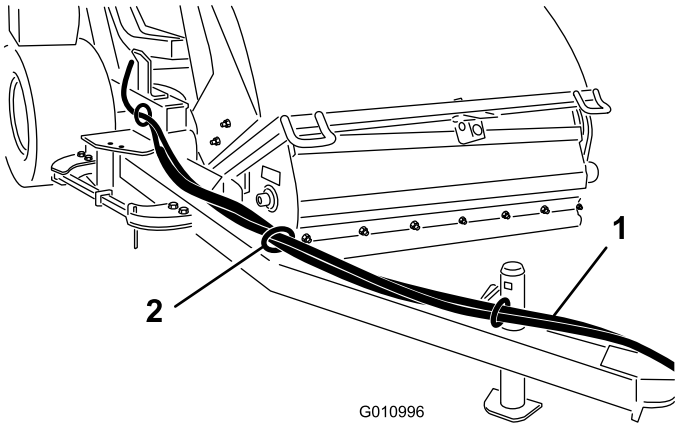

Figuur 10
1. Leid de hydraulische slangen en de kabelboom door de slanggeleiders naar de voorkant van de trekhaakkoppeling (Figuur 10).